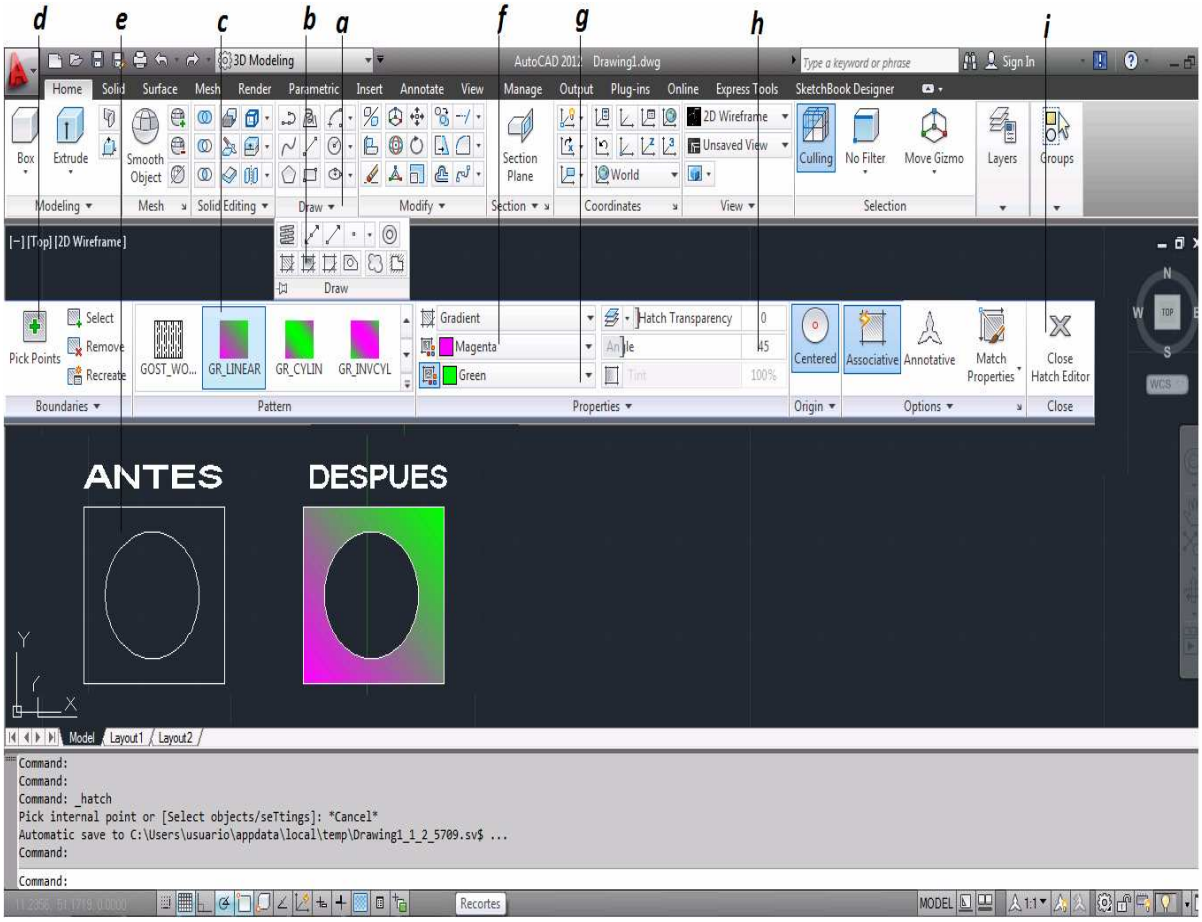

Figura 3.55 Sombreado "Degradado"
- **a.** Se selecciona la flecha del icono Dibujar *(figura 3.55)*.
- **b.** Se selecciona el icono Degradado [Gradient] *(figura 3.55)*.
- **c.** Se selecciona el Botón Designar Punto [Pick Point] *(figura 3.55)*.
- **d.** Se da clic dentro del área a sombrear *(figura 3.55)*.
- **e.** Se selecciona el estilo degradado gr_linear *(figura 3.55)*.
- **f.** De la lista de colores se selecciona el primer color *(figura 3.55)*.
- **g.** De la lista de colores se selecciona el segundo color *(figura 3.55)*.
- **h.** En la caja de Texto Angulo [angle] del Grupo Propiedades, para definir la inclinación de las líneas del sombreado a partir de la inclinación original, en este caso se ingresa 45 *(figura 3.55)*.
- **i.** Clic en el botón Cerrar Creación de Sombreado para terminar el comando *(figura 3.55)*.